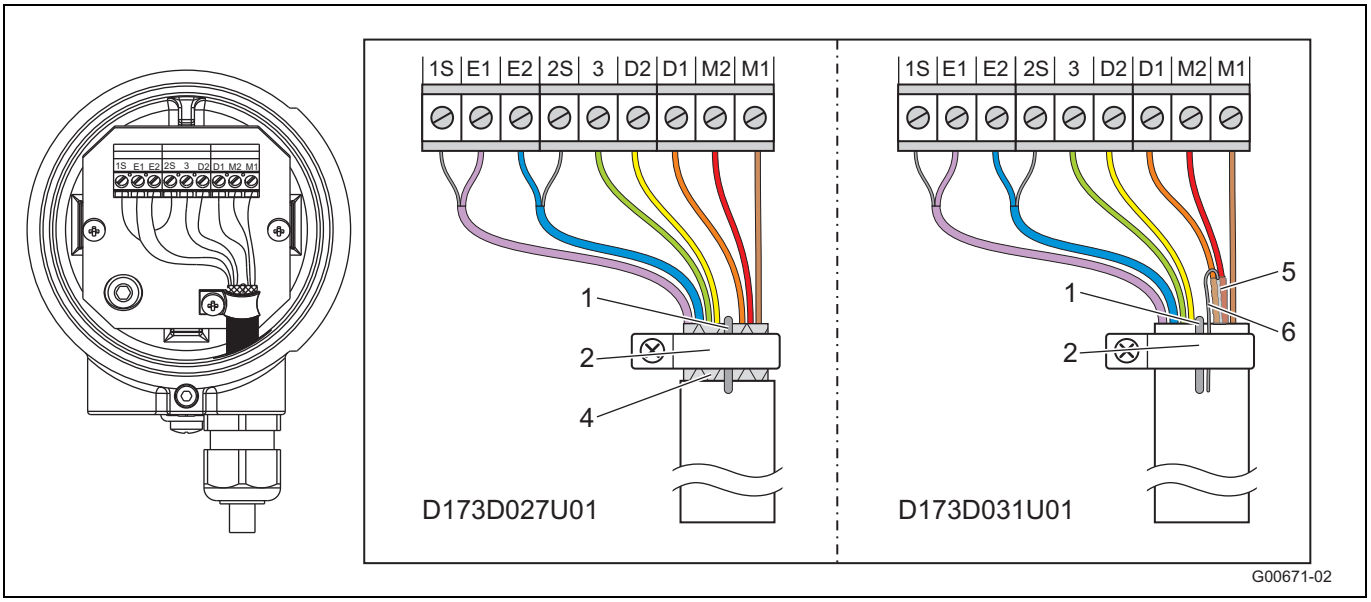

Fig. 33
- Raccorder tous les autres fils comme illustré Fig. 33.